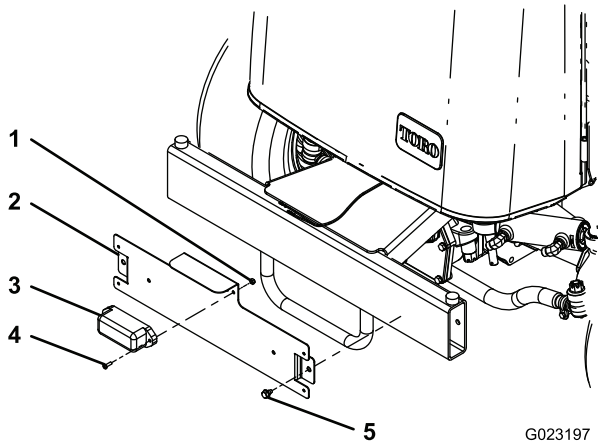

Figur 28
1. Fastgør lygten til nummerpladebeslaget med 2 skruer (nr. 10 x 5/8 tomme) og 2 låsemøtrikker (Figur 28).
Bemærk: Placer nummerpladebeslaget som vist i (Figur 28).